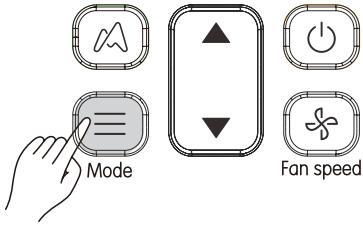

Рисунок 3.4
1) Нажмите кнопку (см. Рисунок 3.4). Экран дисплея отображает режим работы.